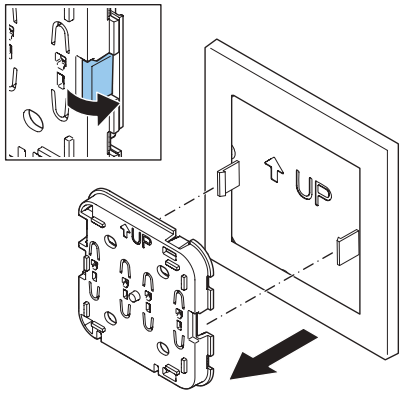

Rys. 37 - Odciągnij zaczepy i uwolnij urządzenie z płytki montażowej
2. Odciągnij zaczepy i uwolnij urządzenie z płytki montażowej (Rys. 37)